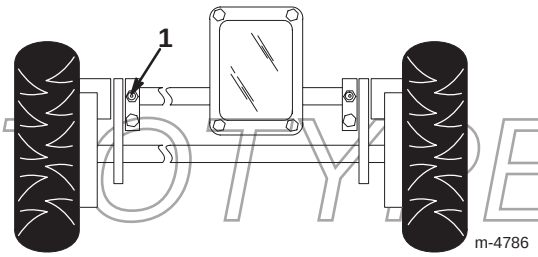

Bild 25
1. Wischen Sie die Schmiernippel mit einem sauberen Lappen ab (Bild 25).